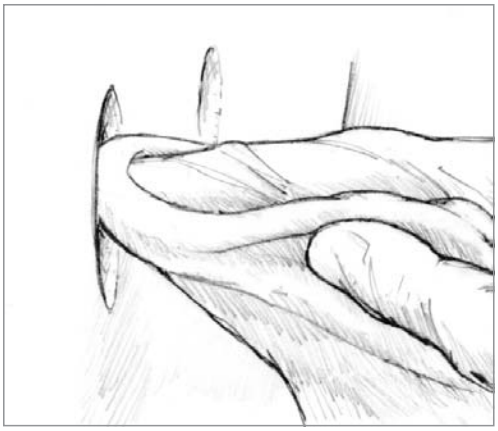

Figure 4-1 *Wipe the cavity clean with alcohol and repeat until the laminate is dry to the touch.*
1. Wipe the cavity clean with an alcohol prep pad or paper towels that have been soaked in rubbing (isopropyl) alcohol *(Figure 4-1)*. Be generous with the alcohol and be sure to change towels frequently so the contaminants are removed rather than spread. Repeat the alcohol wipe/allow to dry process until the laminate is dry to the touch. It is particularly important to repeat the alcohol-wipe process on blisters that were fluid filled at the time they were ground away.